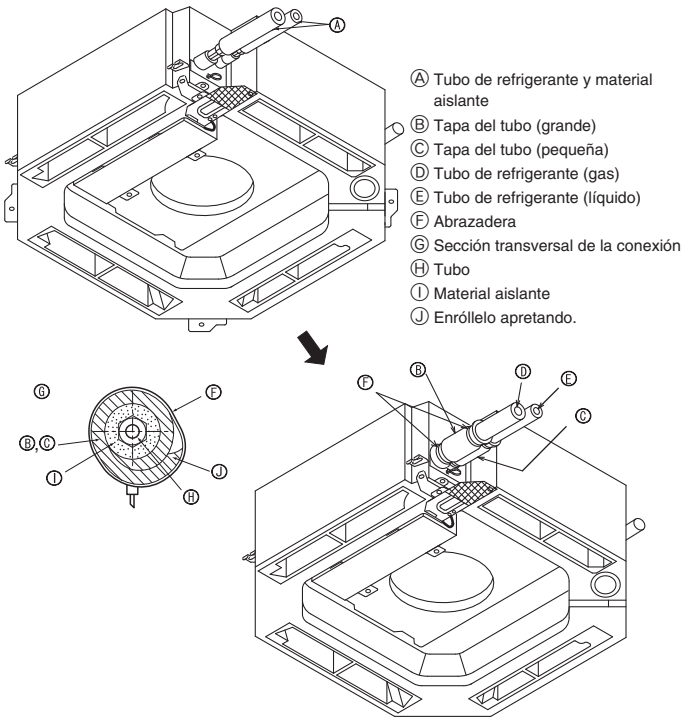

Fig. 4-3
4.3. Unidad interior (Fig. 4-3)